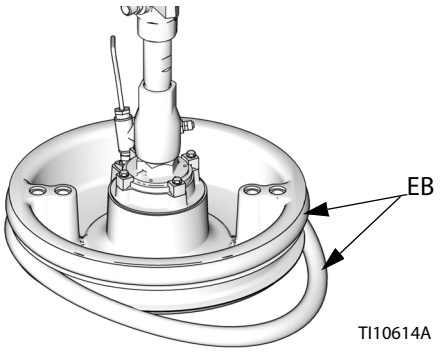

RYS. 34
1. Przy użyciu drewnianego lub plastikowego narzędzia usunąć cały materiał znajdujący się w rowkach uszczelnienia uważając, aby nie uszkodzić wycieraka (EB).
2. *Od dołu*, odgiąć jeden wycierak (EB) nad tylną częścią płyty dociskowej (AD). Patrz RYS. 34.
3. Umieścić wycierak (EB) w rowku górnym, a następnie umieścić w nim przednią część wycieraka.
4. W przypadku korzystania z 55-galonowej płyty dociskowej umieścić drugi wycierak (EB) w rowku dolnym, a następnie umieścić w nim przednią część wycieraka.